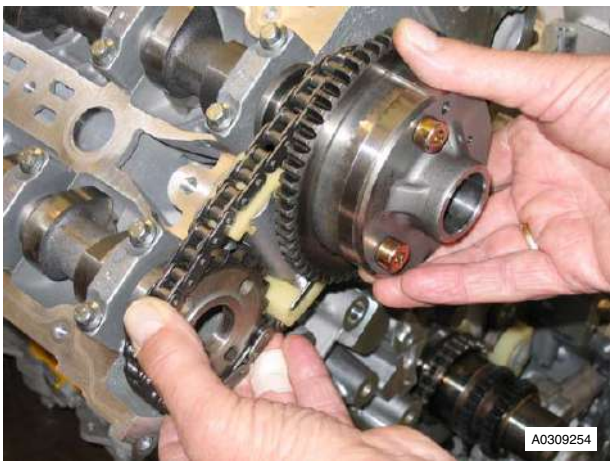

Figure 3
5. Release and remove camshaft sprockets complete with timing chain and tensioner from camshafts (refer to Figure 3).